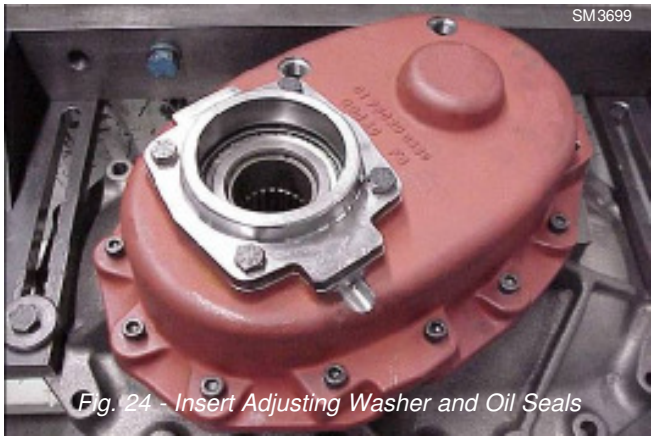

Fig. 24 - Insert Adjusting Washer and Oil Seals
24. Insert an adjusting washer of a suitable thickness (48) and mount the top cover (69) and oil seals (66 and 67). Refer to Figure 24.